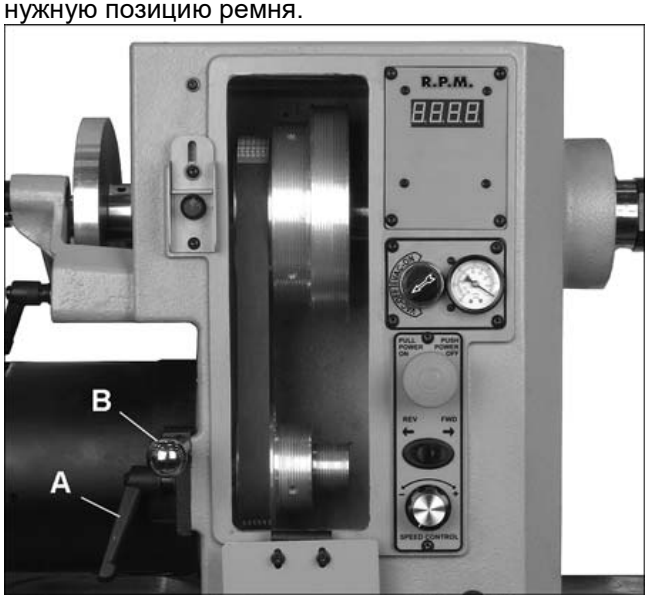
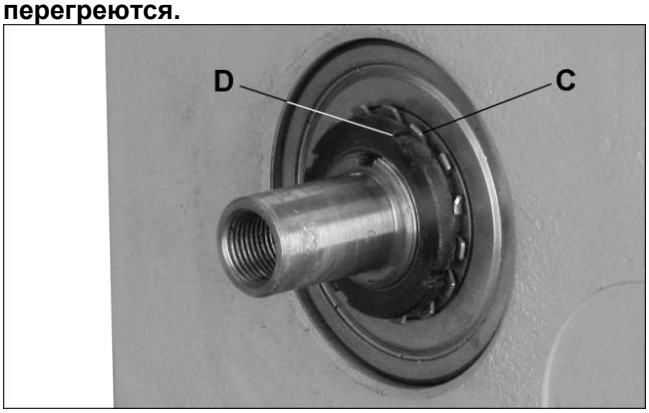

Рис. 31
Рис. 32
3. Ослабьте зажим подвески мотора (A, Рис. 31) и поднимите рычаг (B), чтобы поднять мотор. Затяните зажим (A), чтобы зафиксировать мотор в данной позиции.
Подшипник шпинделя устанавливается на заводе-производителе. Люфта в осевом направлении или ослабления не должно быть. Если произошло ослабление, его можно устранить осторожным затягиванием зажимной гайки подшипника на шпинделе следующим образом (См. Рис. 32):
2. При помощи отвертки аккуратно отогните зубцы на шайбе (C, Рис. 32), которые фиксируют гайку подшипника (D).
3. Расположите конец отвертки с плоским шлицом в один из пазов на фиксирующей гайке (D).
4. Стукните по ручке отвертки молотком так, чтобы фиксирующая гайка (D) затянулась по часовой стрелке. Поворачивайте фиксирующую гайку подшипника только примерно на 1,5мм за раз.
2. Ослабьте зажим подвески мотора (A, Рис. 31) и поднимите рычаг (B), чтобы поднять мотор.
3. Затяните зажим (A), чтобы зафиксировать мотор в данной позиции. Снимите ремень со шкивов.
4. Ослабьте два установочных винта (F) на делительном диске при помощи шестигранного ключа и снимите диск с передней бабки.
5. Ослабьте и снимите фиксирующую гайку подшипника и звездчатую шайбу (C/D, Рис. 32).
9. Задвиньте шпиндель на место, установите звездчатую стопорную шайбу и фиксирующую гайку подшипника (C/D, Рис. 32). Проверьте люфт шпинделя в осевом направлении (См. раздел 5.13, «Проверка люфта шпинделя»).